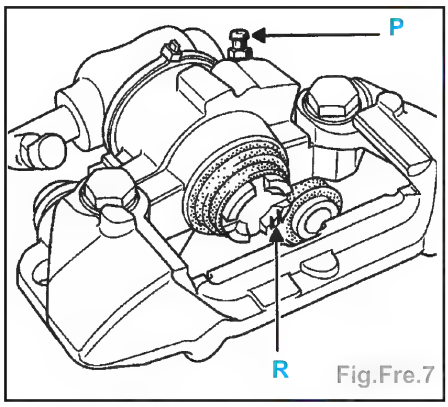

Fig.Fre.7
- Positionner le piston de façon à ce que le trait (R) de sa face d'appui soit orienté côté vis de purge (P) (Fig.Fre.7).